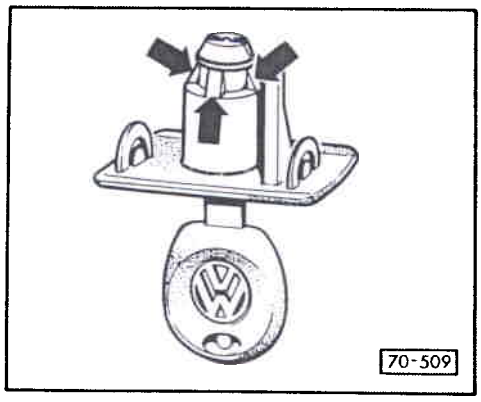

Fig. 1 Barillet : dépose et rééquipement
- Déposer et rééquiper - fig. 1
- Déposer - cf. fig. 1
◄ Fig. 1 Manivelle de glace : dépose